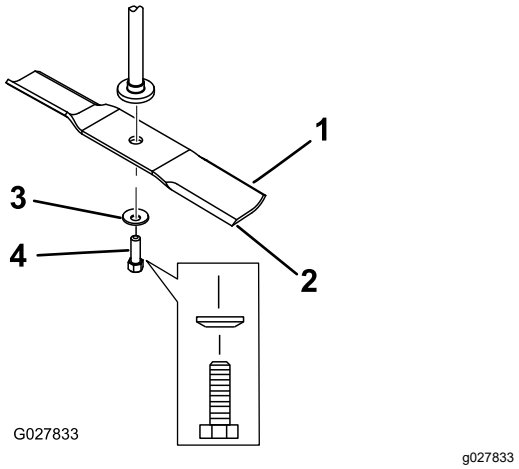

Figura 54
2. Retire del eje el perno de la cuchilla, la arandela curva y la cuchilla (Figura 54).
1. Instale la cuchilla en el eje (Figura 54).
2. Instale la arandela curva (con la copa hacia la cuchilla) y el perno de la cuchilla (Figura 54).